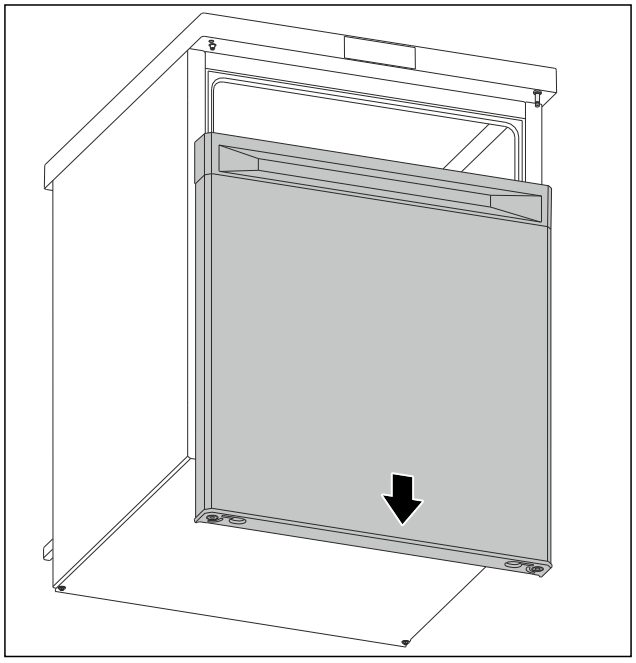

Fig. 6
- ▶ Detașați ușa în jos. (vezi Fig. 6)